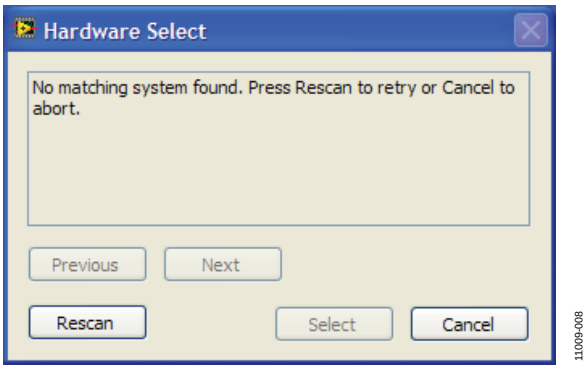

*Figure 8. Pop-Up Window Error*
2. If the SDP board is not connected to the USB port when the software is launched, a connectivity error displays (see Figure 8). Simply connect the evaluation board to the USB port of the PC, wait a few seconds, click **Rescan**, and follow the instructions.